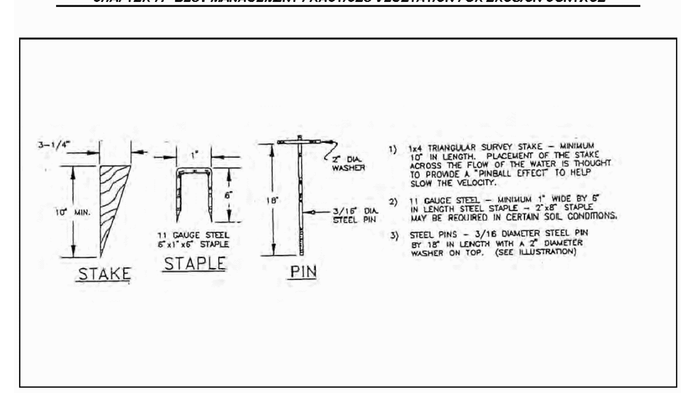

Figure 7.7g. Stakes, Staples, and Pins for the Installation of Soil Stabilization Matting
4. *To join strips, insert a new roll of net in the trench, as with the upslope ends of the net. Overlap the end of the previous roll 18 inches (45 cm), turn under 6 inches (15 cm), and staple across the end of the roll just below the anchor slot and at the end of the turned-under net every 12 inches (30 cm) (see Figures 7.7g and 7.7h).*